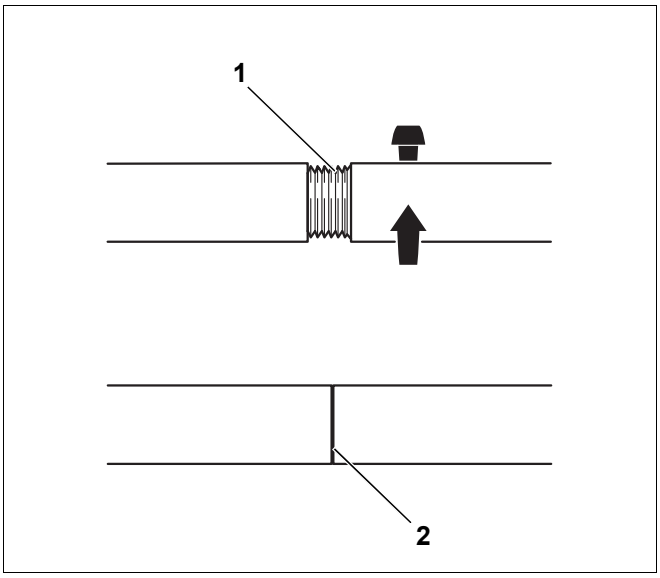

Rys. 15 Połączenie gwintowe cięgieł
- Po każdym ściąganiu należy skontrolować połączenia gwintowe cięgieł i dociągnąć je w razie potrzeby (rys. 15, **poz. 2**).